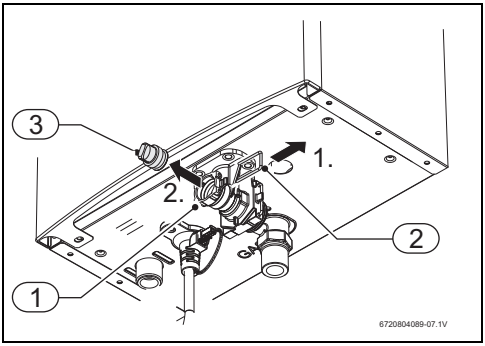

Рис. 10 Сливной винт
- ▶ Не устанавливайте водонагреватель в помещениях, в которых температура может опускаться ниже точки замерзания (0 °C). При опасности замерзания выключите водонагреватель и слейте воду (→рис. 10).